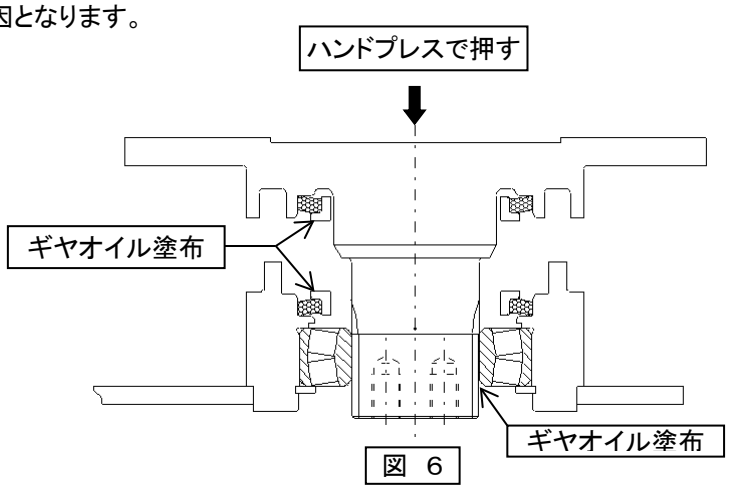

図 6
(1)チェンケースプレートとコーウンフランジシャフトLに組み込んだフローティング摺動面およびベアリング内周部にギヤオイル(＃90)を薄く塗布してください。(図6)
(2)チェンケースプレートを下にして平坦な台に置き、フローティングシール同士が向き合うように上からコーウンフランジシャフトLをハンドプレス等で組み付けてください。(図6)この時、ハンマー等を使用して叩き込まないください。フローティングシールが損傷しオイル漏れの原因となります。